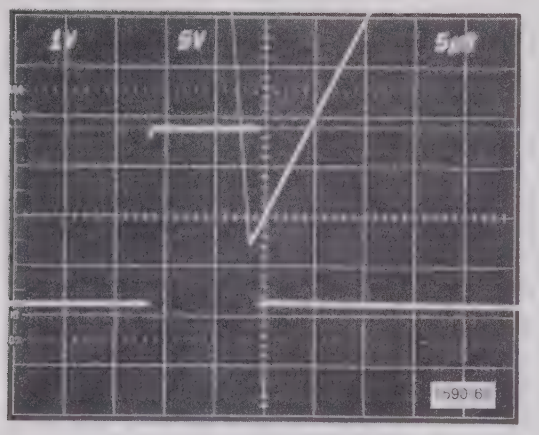

Fig. 6-17. X ramp.
c. Set the horizontal amplifier to delayed sweep. Set the offset voltage of the Differential Comparator so that the ramp crosses the center of the negative transition from blanking to unblanking (Fig. 6-17).